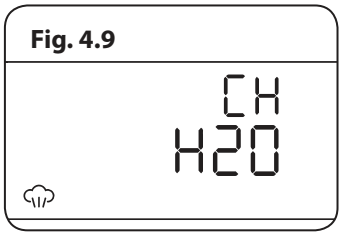

Fig. 4.9
- Byta vattnet i tanken före användning. Displayen kommer att påminna dig (**Fig. 4.9**).
4. Tryck på start-/pausknappen. Den kommer att be dig byta vatten i tanken (**Fig. 4.9**). Se *'Vattennivå' on page 22*. Om den redan har friskt vatten tryck på start eller vänta för att fortsätta.